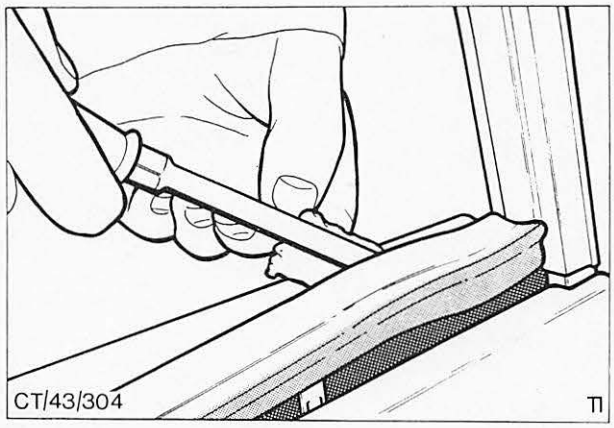

Abb. 6 Ausbauen des Dichtungsgummis – Türfenster
1. Zum Schutz der Lackierung Papier unterlegen und Dichtungsgummi vorsichtig abdrücken, Abb. 6.